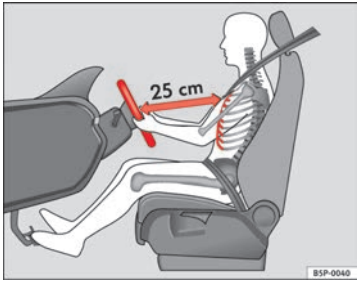

Fig. 134 Proper sitting position for driver
– Adjust the steering wheel until the correct position is set ⇒ fig. 134.
- **Adjust the driver seat or steering wheel so that there is a distance of at least 25 cm between the steering wheel and your chest ⇒fig. 134. If you fail to observe the minimum distance, the airbag will not protect you. Risk of fatal injury.**